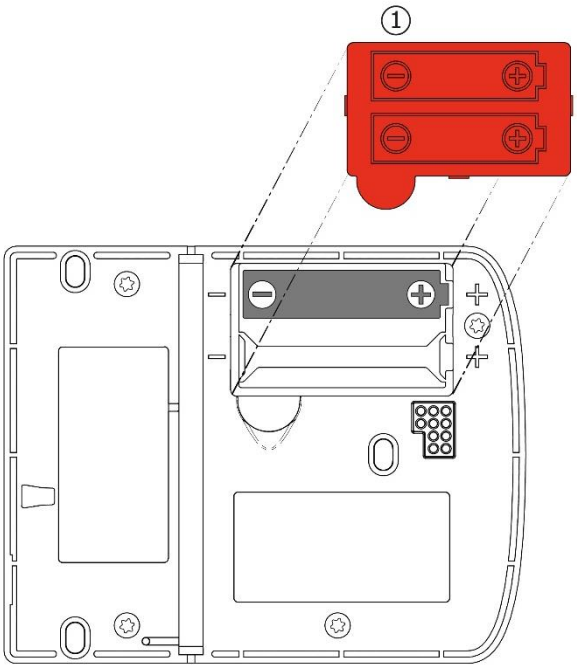

Figure 4.1 *- GAT ECO.Side Lock 7000 BA battery compartment*
► To access the battery compartment, remove the red battery cover (1 in Figure 4.1) on the underside of the housing by sliding a finger under the tab section of the battery cover.
- ► Ensure that the battery polarity is the same as shown in Figure 4.1.